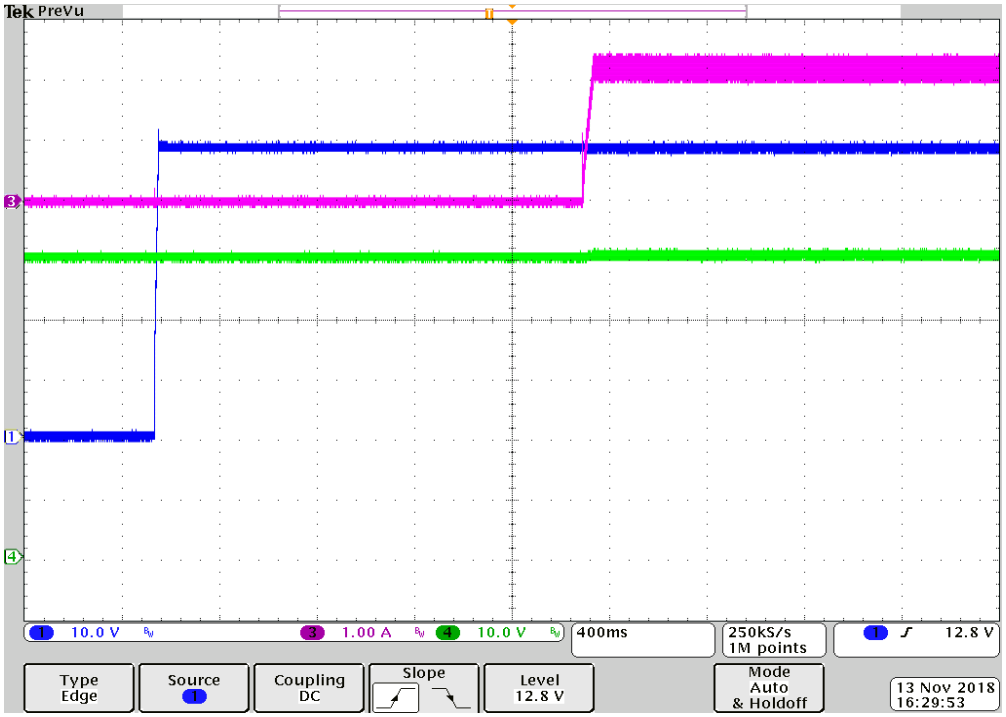

**Figure 15. Battery charging in CC mode. Ch1: DC bus voltage, Ch3: battery current, Ch4: battery voltage**
6. Measure the current across the battery terminal, it should be positive at about 2A, the battery is charged at CC mode. Figure 15 is the typical waveform.